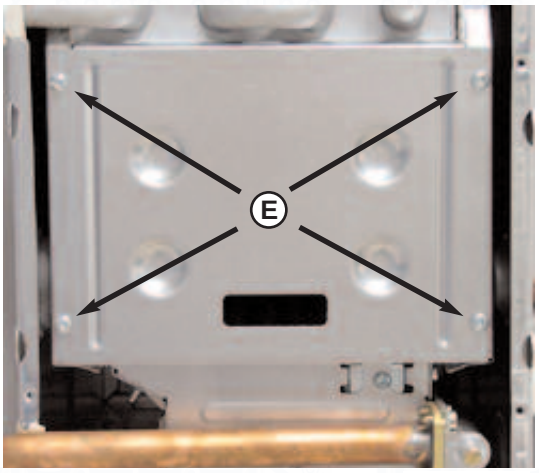

Fig. 18.19
2. Unscrew the four self tapping screws "**E**" to release the combustion chamber front panel and lift clear *(see Fig. 18.19);*